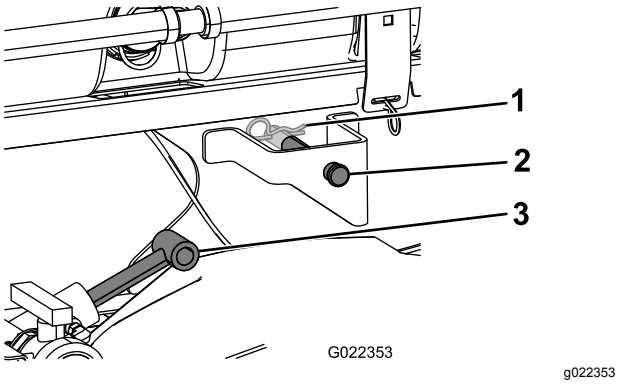

**Figur 10**
4. Udvid løftecylinderne til beslagene på tankplatformen, og placer cylinderarmene, så de flugter med hullerne i tankplatformens beslag (Figur 10).